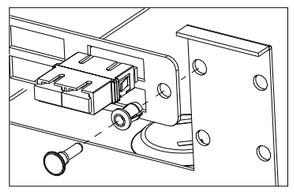

Figure 23
9. Mount adapter plates by engaging nylatches. Plug connectors into bulkheads **(Figure 23)**.